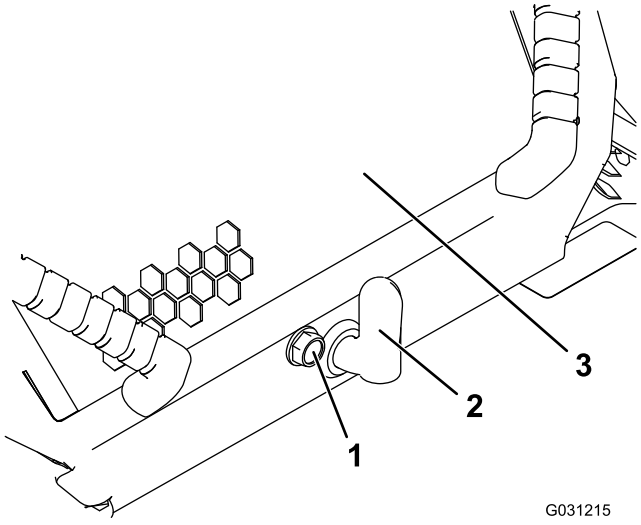

Rysunek 36
1. Poluzuj śrubę blokującą maskę (Rysunek 36).
2. Przekręć zaczep maski w prawo (Rysunek 36).
3. Unieś maskę do góry za ucha (Rysunek 36).
3. Dokręć śrubę mocującą maskę, unieruchamiając zaczep (Rysunek 36).